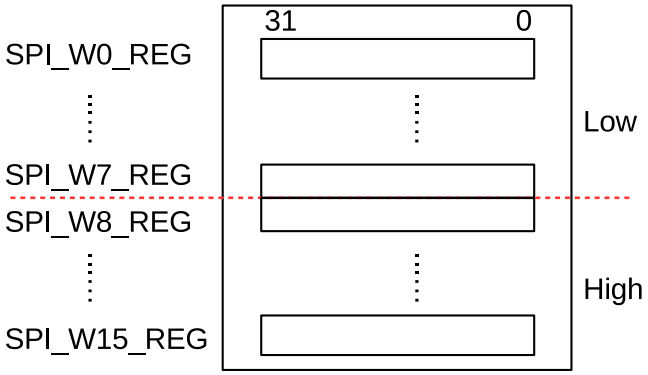

Figure 27.5-1. Data Buffer Used in CPU-Controlled Transfer
GP-SPI2 provides 16 x 32-bit data buffers, i.e., SPI_W0_REG ~ SPI_W15_REG, see Figure 27.5-1. CPU-controlled transfer indicates the transfer, in which the data to send is from GP-SPI2 data buffer and the received data is stored to GP-SPI2 data buffer. In such transfer, every single transaction needs to be triggered by the CPU, after its related registers are configured. For such reason, the CPU-controlled transfer is always
- SPI Buffer: SPI_W0_REG ~ SPI_W15_REG, see Figure 27.5-1. The data transferred in CPU-controlled mode is prepared in this buffer.